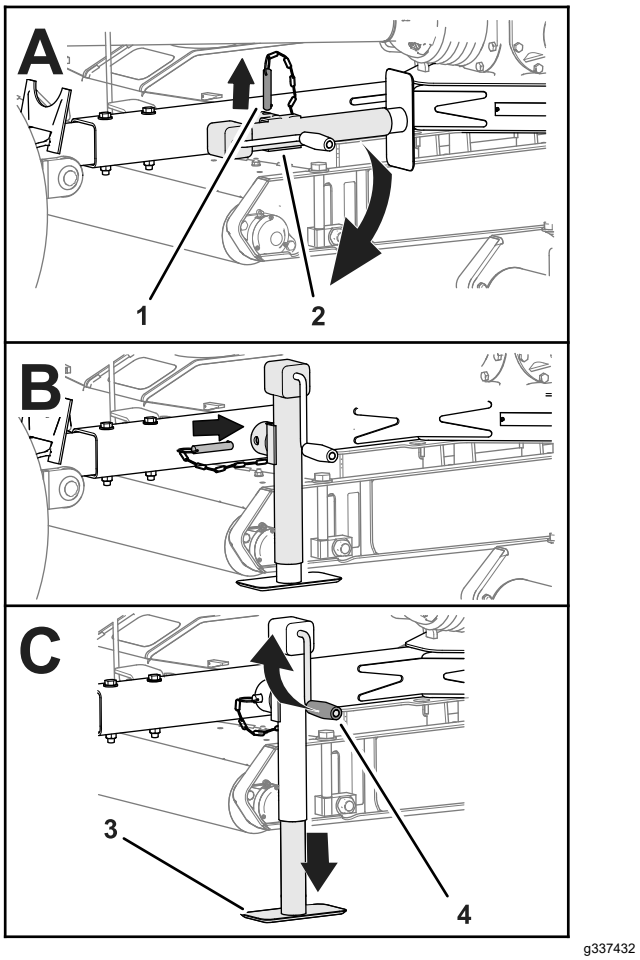

Figuur 23
3. Verwijder de pen en draai de steun van de sleepstang verticaal (Figuur 23).
4. Lijn de opening in de sleepstang uit met de opening in de steun (Figuur 23).
5. Plaats de pen door de openingen in de sleepstang en de steun (Figuur 23).
2. Draai aan de zwengel van de steun om het stutplatform volledig omhoog te brengen; raadpleeg Figuur 23 in De maaier ondersteunen met de steun (bladz. 17).